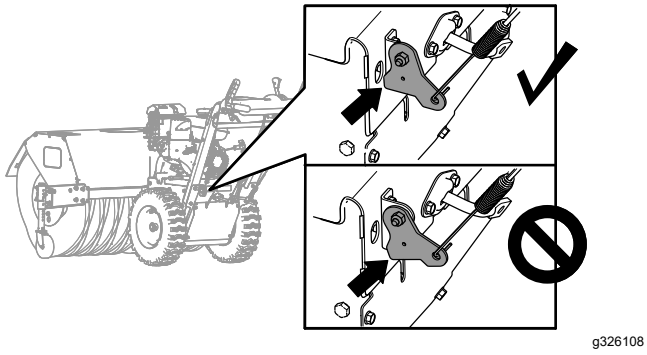

**Figure 33**
2. Vérifiez le jeu entre le bas du support du câble de déplacement et la plaque supérieure de la machine (Figure 33).